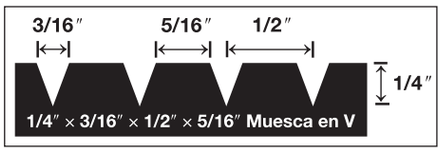

Figura 2
- Palustre con muesca en V de 1/4˝ × 1/2˝ × 3/16˝ (6 mm × 13 mm × 5 mm) (Figura 2)